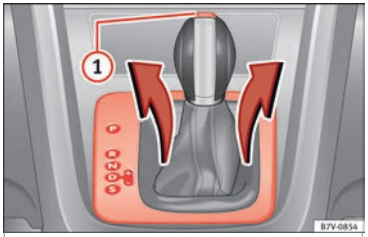

Fig. 49 Remove the lining from the area of the gear indication
- Pull the cover up around the dust guard on the gear selector lever ››› **Fig. 49**.
- Press the lock button ››› **Fig. 49** (1) on the gear selector lever knob and place the gear selector lever in the **N** position.